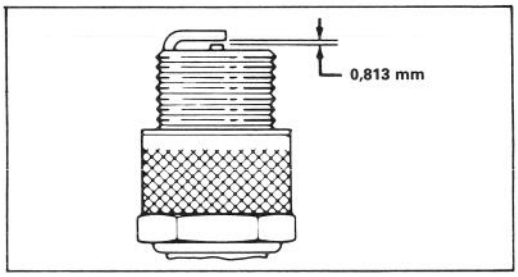

Afbeelding 12
3. Zet de luchtopening op 0,813 mm (Afb. 12). Installeer de bougie en pakkingszegel correct en draai de bougie stevig vast tot 20,4 N-m.